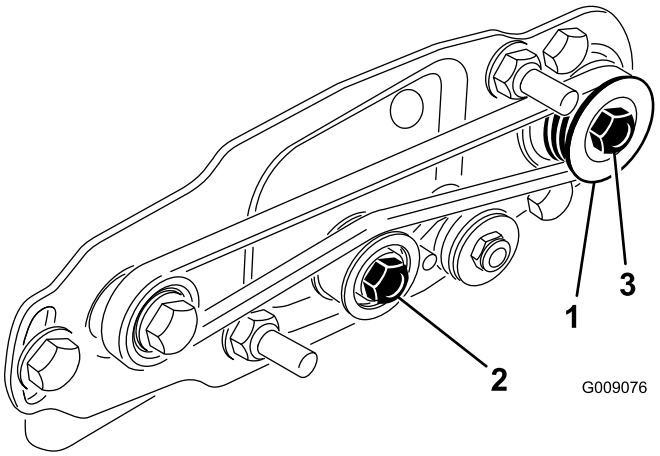
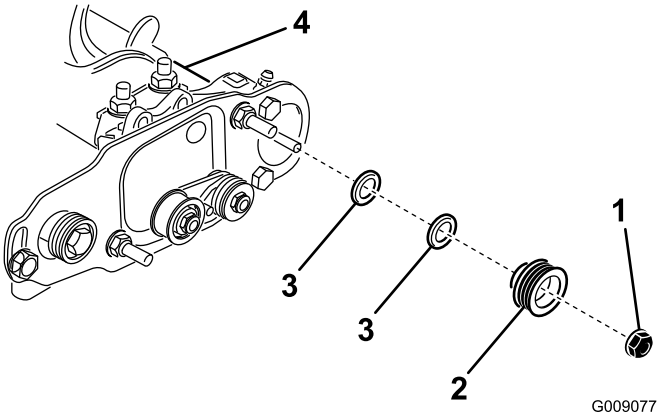

Figure 23
Figure 24
1. The driven pulley (at the roller-brush shaft) can move in or out (Figure 23).
2. While rotating the reel, which rotates the drive pulley, pry the belt off the drive pulley (Figure 23).
3. Remove the locknut securing the driven pulley to the brush shaft (Figure 23 or Figure 24).
4. Remove the driven pulley from the shaft (Figure 24).
5. If the pulley needs to move out, add one 0.8 mm (0.032 inch) thick spacer (Figure 24). If the pulley needs to move in, remove the existing 0.8 mm (0.032 inch) thick spacer.